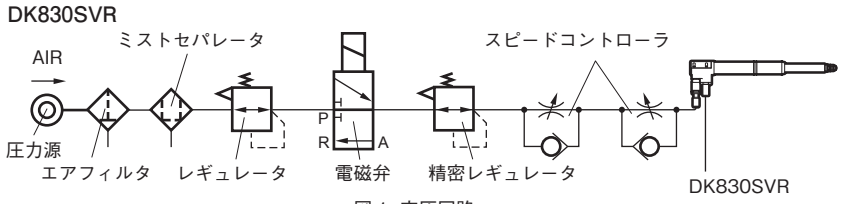

図 1. 空圧回路
- エアー取付口を通じて、測定子操作をする場合には、図 1 のような構成の空圧回路を用いますと、エアー駆動が可能となります。空気の圧力は、0.1 ± 0.01 MPa 程度が適当ですが、被測定物の硬度、測長ユニットストローク内のどこで測定するかなどで、圧力コントロールの調整が必要です。圧力のコントロールには、精密レギュレータ（例：SMC 製 IR2010 相当）を使用してください。